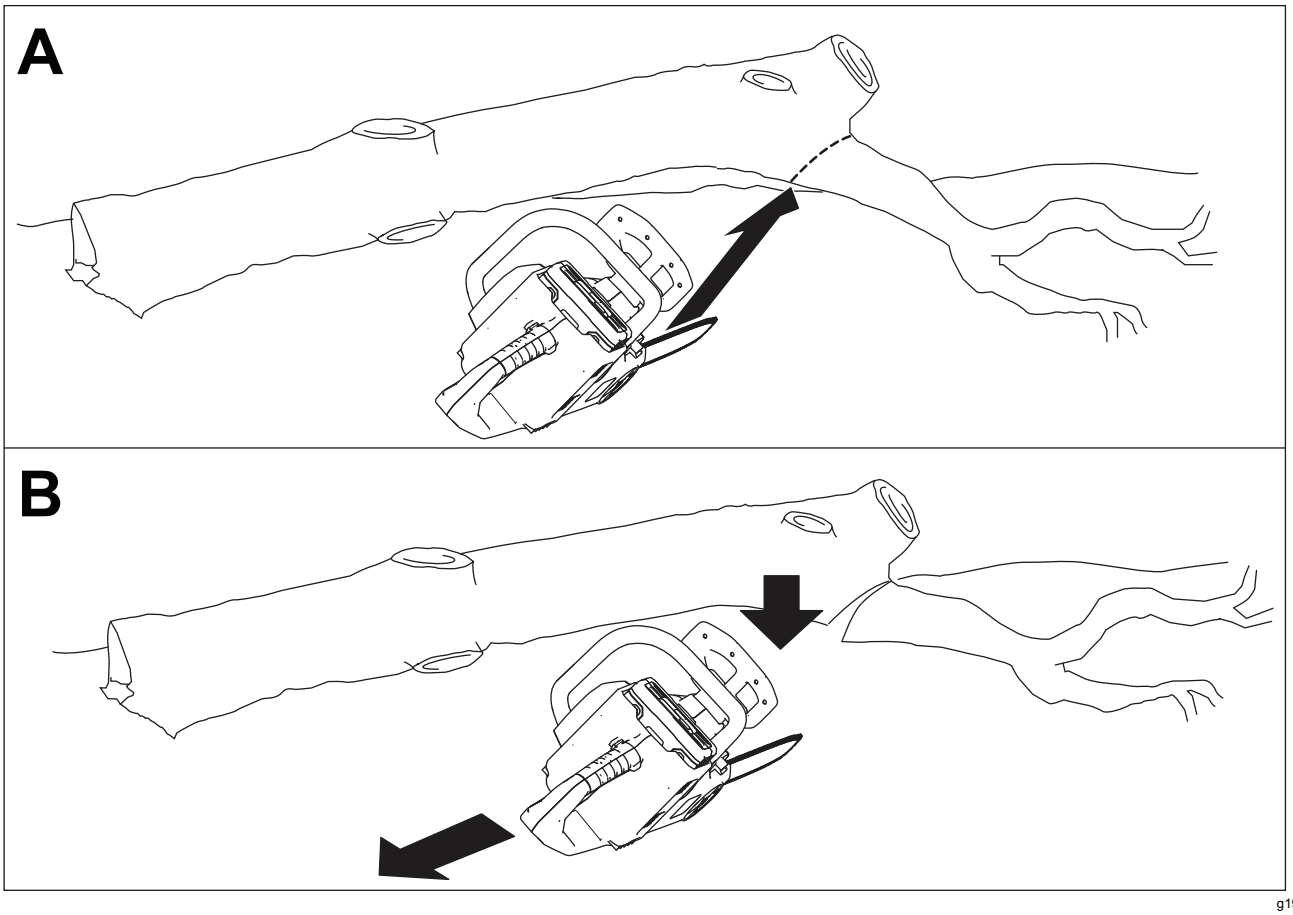

Figura 18
3. Corte las ramas más grandes que soportan el peso del árbol desde la parte inferior hacia arriba, para que las ramas no aprisionen la espada y la cadena (Figura 18).